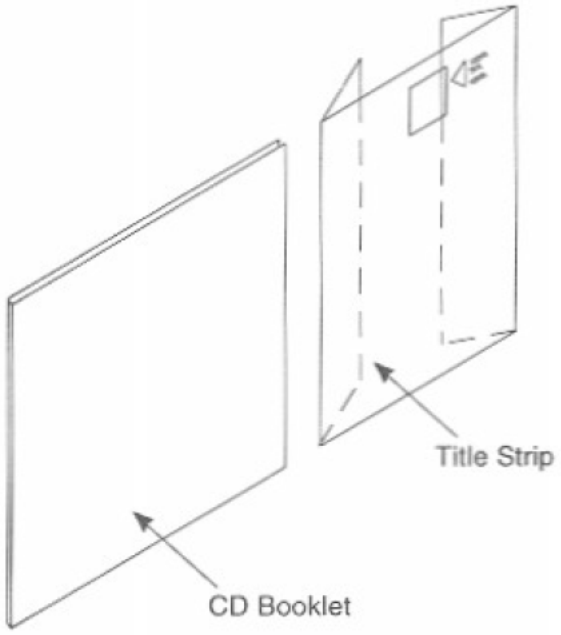

Figure 2-2. Folding the Title Strip
2. Fold the title strip along the perforated line on both sides of the title strip *(See Figure 2-2).*